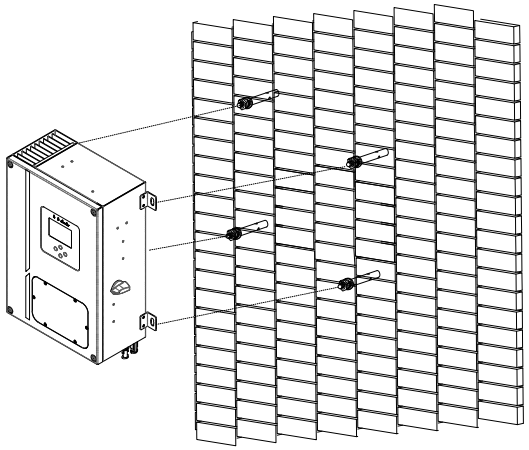

Figure 2.7 Drilling Position Diagram
- Hold the device, align mounting holes with rear bracket, mount onto fixed rear cover (see Fig.2.7). Align side holes and fasten 4 bolts to finish installation.